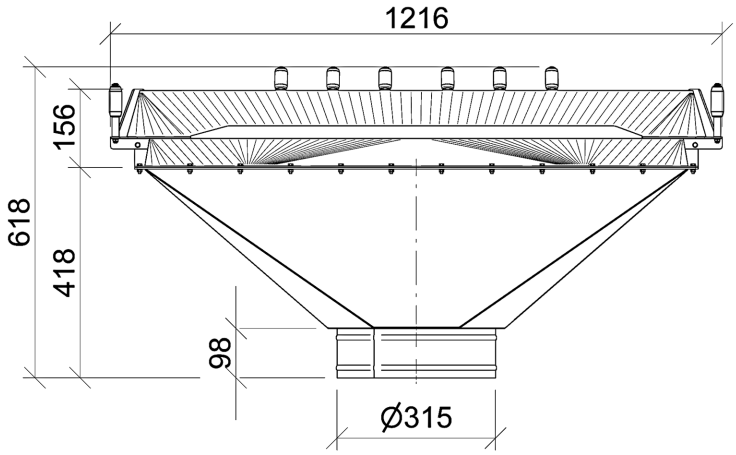
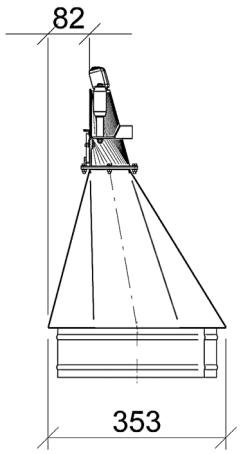
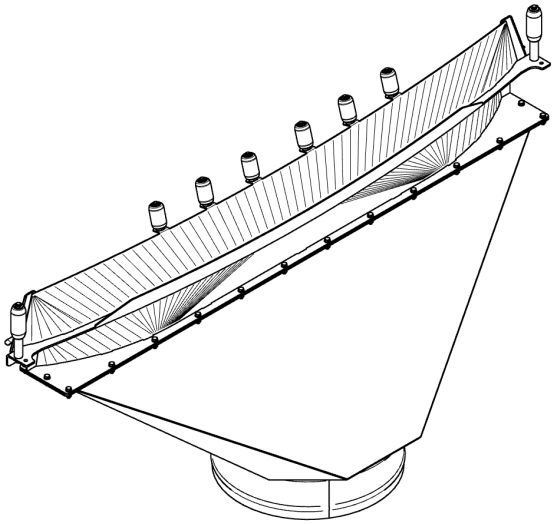
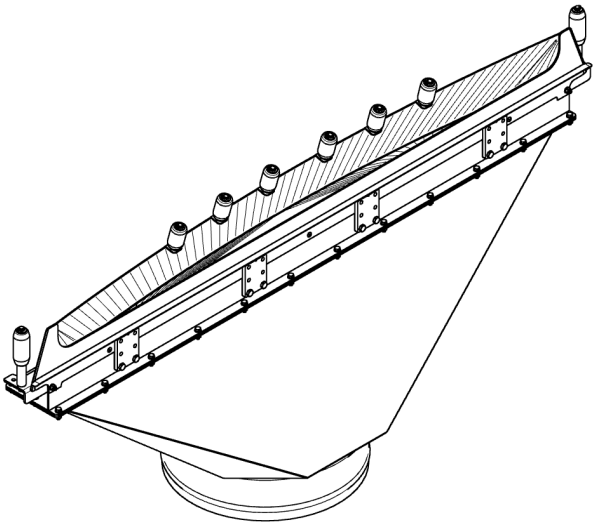

Rysunek 9
Rysunek 10
Rysunek 11
Rysunek 12
- **OP-315** (Rysunek 9, Rysunek 10, Rysunek 11, Rysunek 12) z króćcem Ø315 mm.